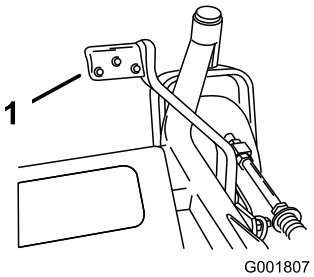

Figur 27
2. Tryck ned lyfthjälpsspaken och dra upp klipphöjdsreglaget samtidigt (Figur 27).